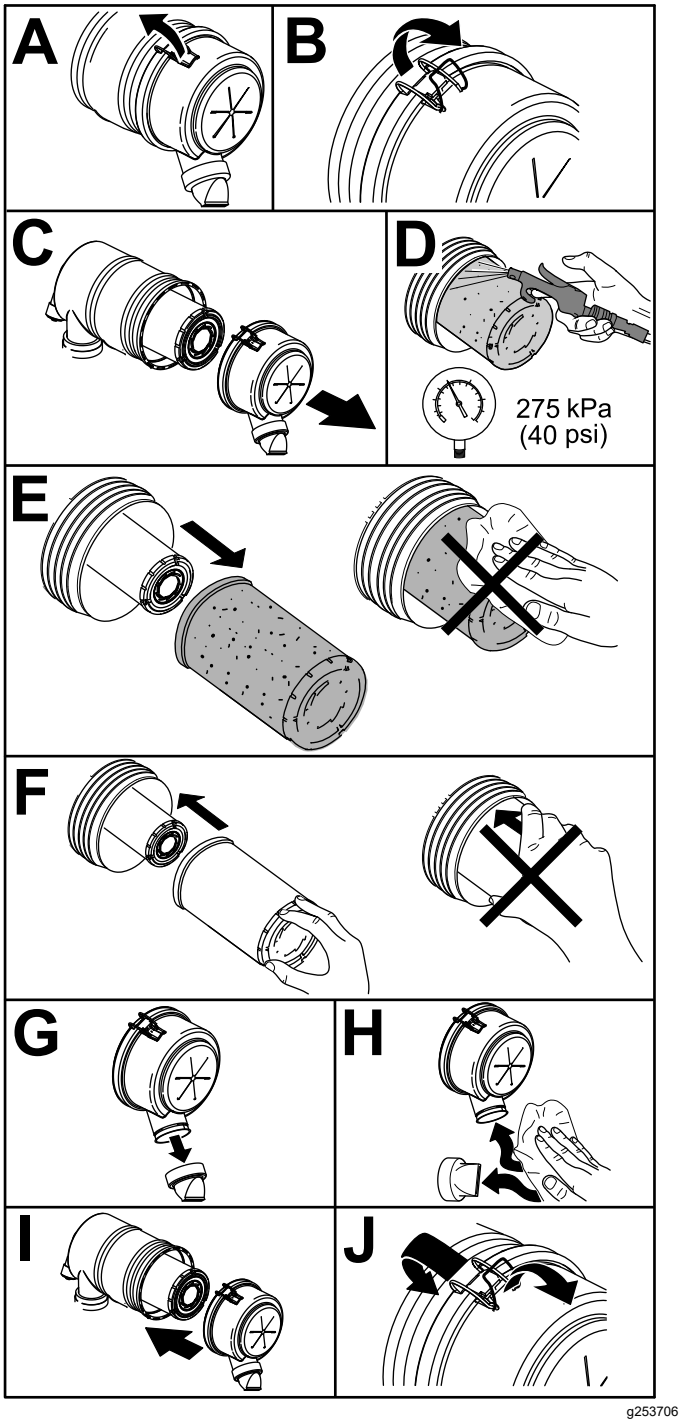

Figura 53
1. Sostituite l'elemento filtrante del filtro dell'aria (Figura 53).